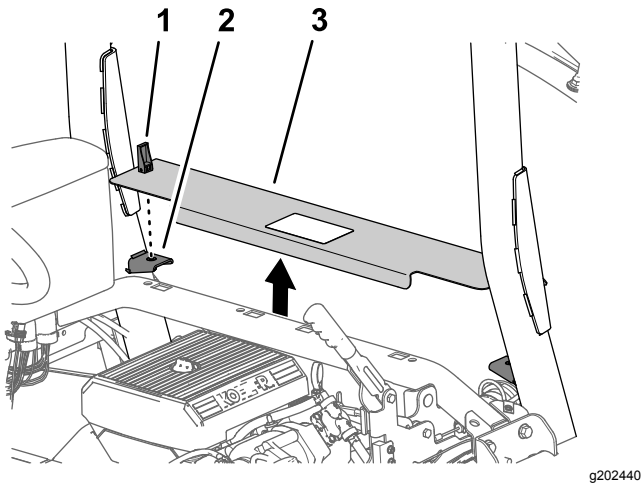

Figur 7
1. Drej op i låsehåndtagene til motorens adgangspanel (Figur 7).
2. Løft motorens adgangspanel, og fjern det fra maskinen (Figur 7).